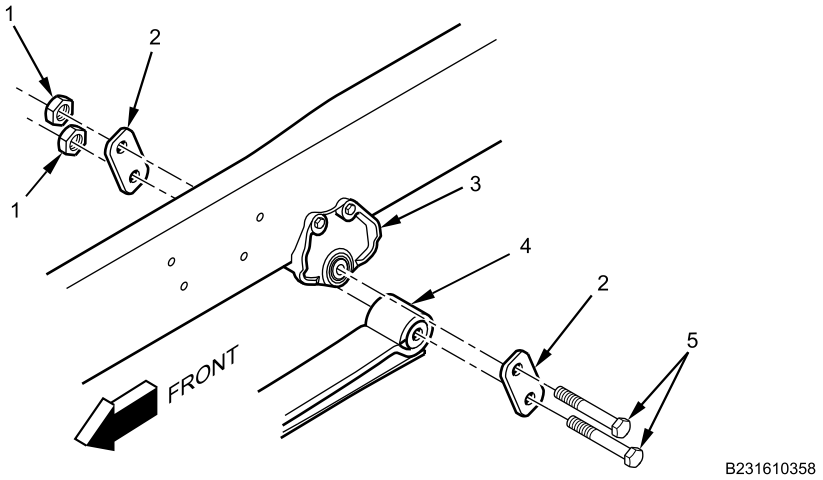

Figure 2. Front Spring Shackle.
1. Apply corrosion preventive compound to shackle bolts (Figure 2, Item 5) and new locknuts (Figure 2, Item 1).
2. Install two shackle plates (Figure 2, Item 2), shackle bolts (Figure 2, Item 5), and locknuts (Figure 2, Item 1) on front spring rear bracket (Figure 2, Item 3) and front spring (Figure 2, Item 4). Torque locknuts to 200-240 lb-ft (271-325 N•m).